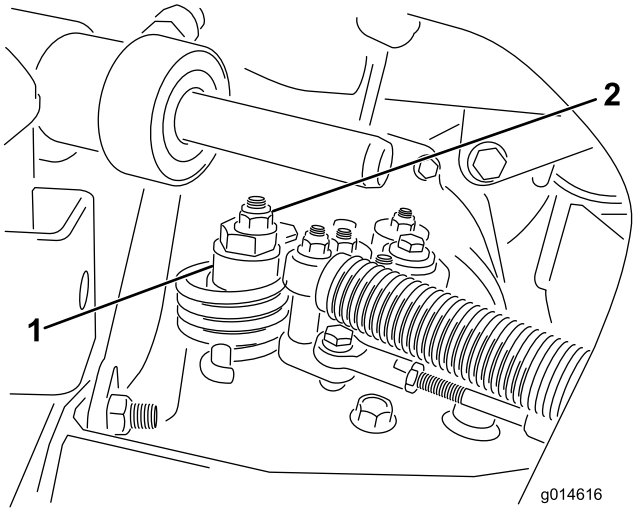

Figuur 51
A. Draai de moer los waarmee de excentriek is bevestigd aan de bovenkant van de hydrostaat (Figuur 51).
C. Draai aan de excentriek totdat de machine niet meer naar voren of naar achteren kruipt. Als het wielen niet meer draaien, zet u de moer vast waarmee de excentriek en de afstelling worden geborgd (Figuur 51). Controleer de afstelling met de gashendel op LANGZAAM en SNEL.